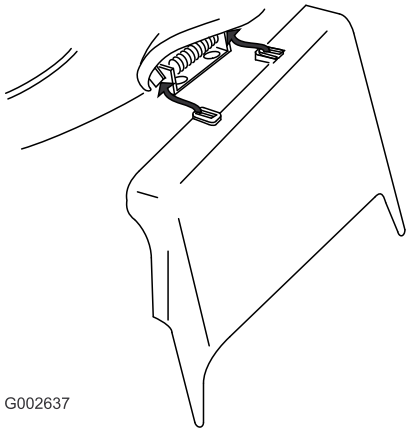

Figuur 33
3. Monteer de zijafvoer en sluit het deurtje op de tunnel (Figuur 33).